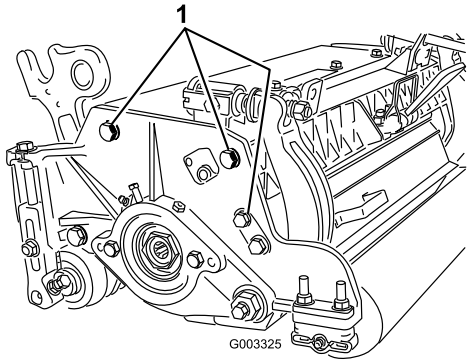

**Figuur 12**
**Opmerking:** De stand van de achterrol ten opzichte van de messenkooi wordt bepaald door de bewerkingstolerantie van de gemonteerde onderdelen en evenwijdig stellen is niet nodig. U kunt de stand enigszins bijstellen door het maaidek op een vlakke plaat te plaatsen en de tapbouten van de zijplaat los te draaien (Figuur 12). Verstel de tapbouten en draai ze vast. Draai de tapbouten vast met een torsie van 37-45 Nm.